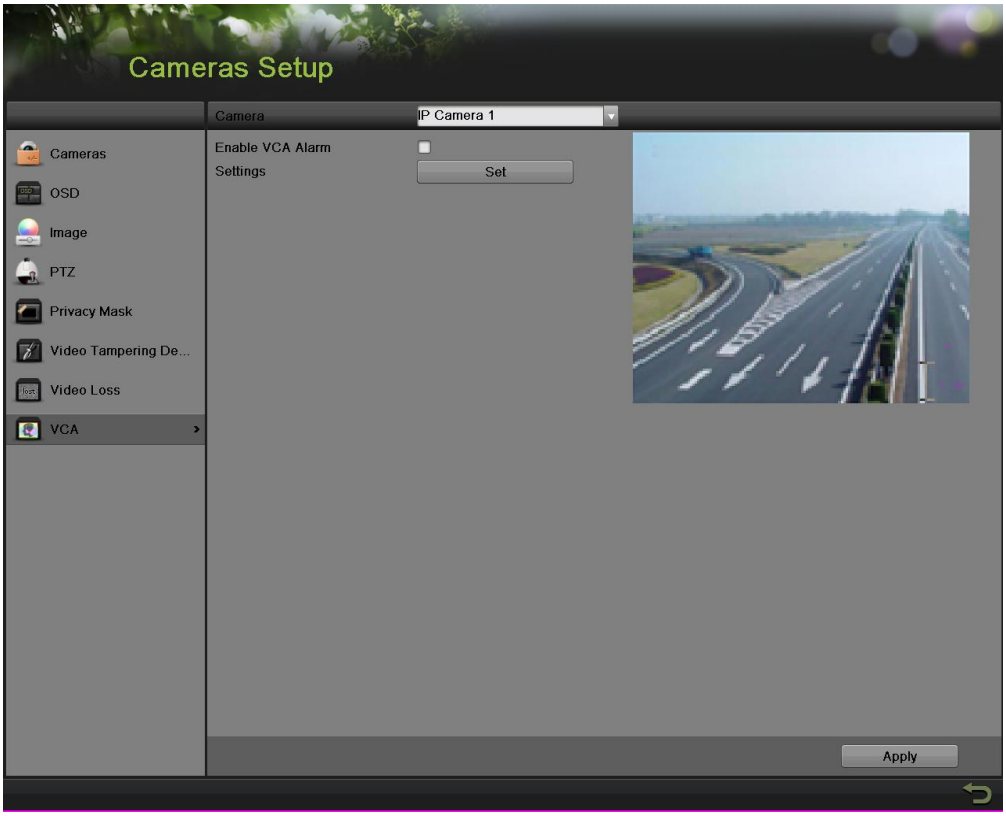

Figure 125 VCA Menu
1. Enter the Video Loss menu, shown in Figure 125 by going to Menu > Cameras Setup > VCA.